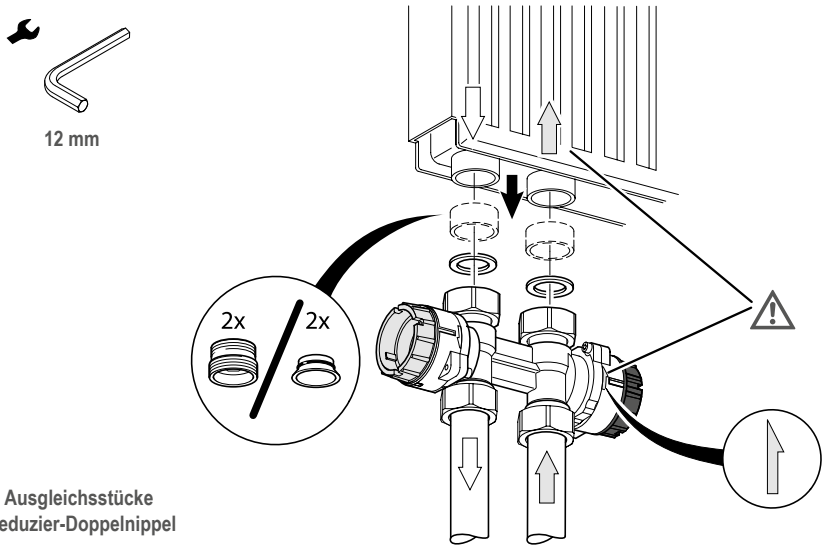

Fig. 14-4: Montage Ausgleichsstücke Eurokonus oder Reduzier-Doppelnippel
- Je nach Heizkörpertyp entweder 2 Stück Ausgleichsstücke mit Eurokonus Art.-Nr. 2098649 oder 2 Stück Reduzier-Doppelnippel R1/2 x R3/4 Art.-Nr. 2098646 (beide als Zubehör erhältlich) gemäß Fig. 14-4 an Vor- und Rücklauf des Heizkörpers montieren.